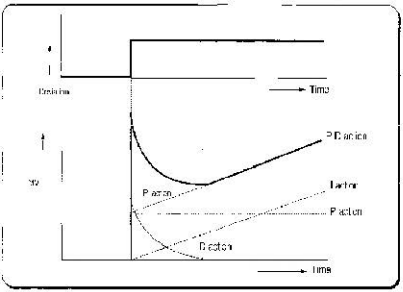

Fig. 7.6 Derivative action with a constant deviation
① When a deviation occurs, due to alteration of SV or external disturbances, D action restrains the changes of the deviation by producing MV which is proportioned with the change velocity (a velocity whose deviation changes at every constant interval) in order to eliminate the deviation.
② D action gives quick response to control action and has an effect to reduce swiftly the deviation by applying a large control action (in the direction that the deviation will be eliminated) at the earlier time that the deviation occurs.
③ D action can prevent the large changes of control object due to external conditions.
④ The period of time from when the deviation has occurred to when the MV of D action becomes the MV of P action is called derivative time and is represented as Td.
⑤ The D action when a constant deviation occurred is shown as Fig. 7.6